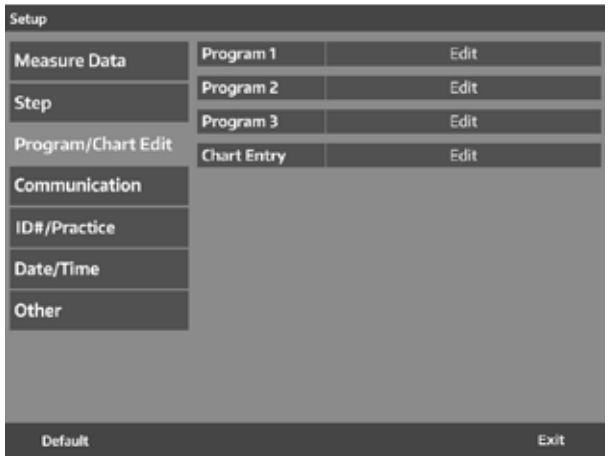

Figure IS-35 Modifier le programme/la grille
Jusqu'à 3 programmes différents peuvent être créés ou modifiés et utilisés lors de l'exécution d'une réfraction avec le système SightChek. Les grilles par défaut peuvent également être préréglées avec ce paramètre. Se reporter à la Figure IS-35.
1. Appuyer sur **MODIFIER** à côté du programme que vous souhaitez modifier. L'écran Programmes apparaît. Se reporter à la Figure IS-35.
1. Appuyer soit sur **GRILLE** dans la section Modifier le programme, soit sur **Entrée de la grille** dans l'onglet Modifier le programme/la grille. Se reporter aux Figures IS-35 et IS-36